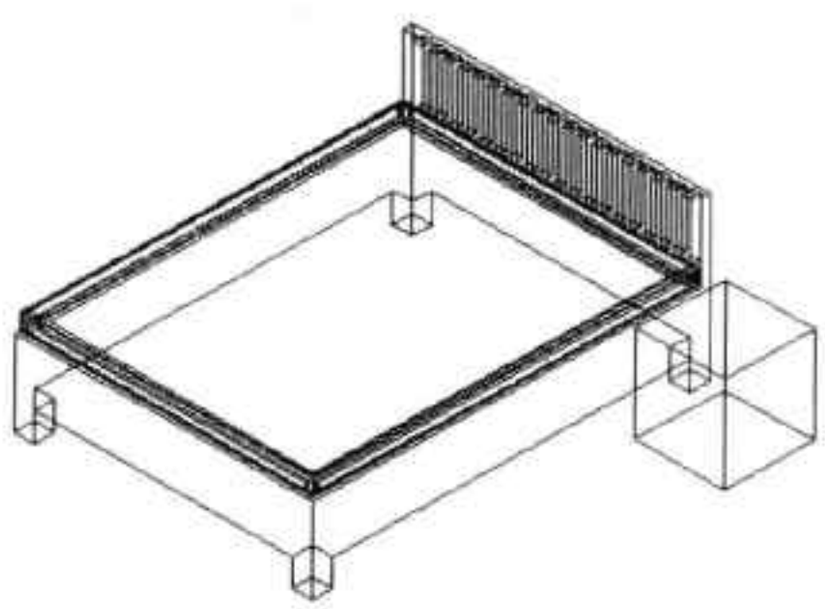

图14-69 绘制床头柜模型
Step16 执行“长方体”命令，绘制长 450mm、宽 450mm、高 500mm 的长方体，做为床头柜轮廓，放置在图形中合适位置，如图 14-69 所示。